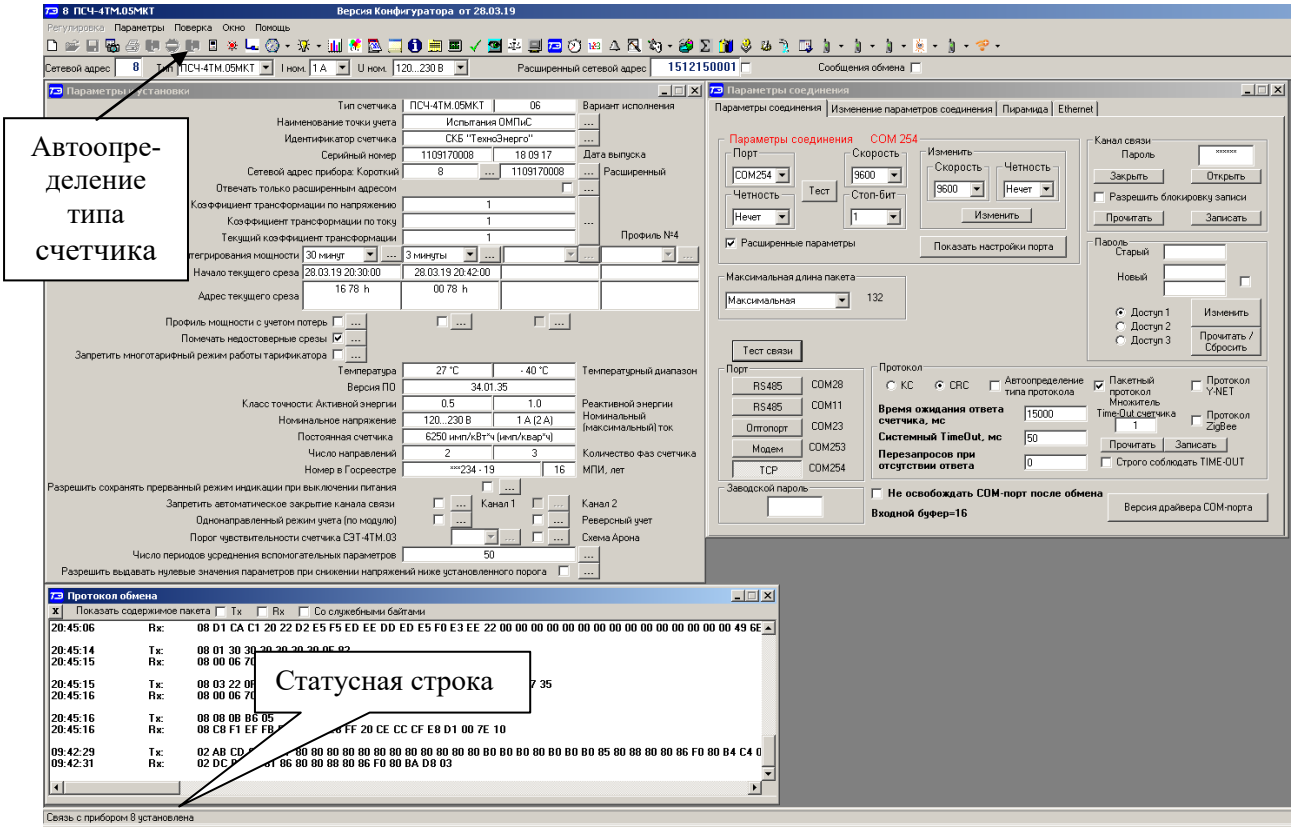

Рисунок 1 - Генеральная форма программы «Конфигуратор СЭТ-4ТМ»
7.2 Вызов формы производится или из меню «Параметры» или путем нажатия кнопки «Автоопределение типа счетчика», расположенной на панели инструментов генеральной формы (рисунок 1). При этом определяется тип счетчика, заполняются информационные окна «Тип счетчика», «Iном», «Uном» генеральной формы и вызывается форма «Параметры и установки», вид которой приведен на рисунке 4.
8.7 Счетчик в ответ на запрос с коротким адресом отвечает коротким адресом, а на запрос с расширенным адресом, отвечает расширенным адресом. Для настройки конфигуратора на работу с расширенным адресом необходимо установить флаг рядом с окном «Расширенный сетевой адрес» генеральной формы программы (рисунок 1) или снять этот флажок для работы с коротким адресом.